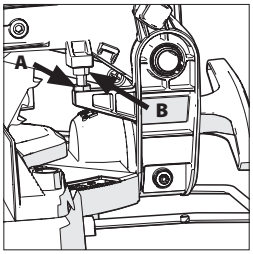

Fig. 12A + 12B
- Slăbiți contrapiulița de pe șurubul de oprire a cursei descendente cu o cheie de 10 mm (nefurnizată) **(Fig. 12A)**.